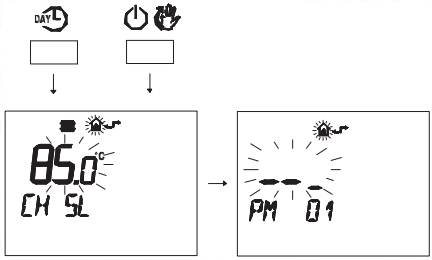

Fig. 7.28
- Press buttons DAY and ⏻ at the same time to enter transparent programming (Fig. 7.28).